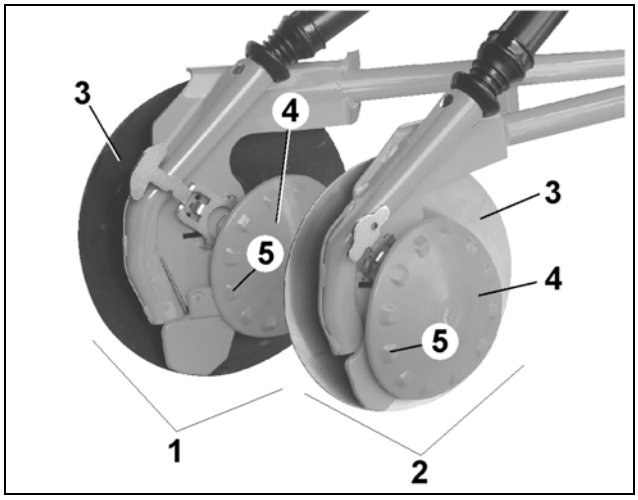

図 19
- RoTeC-コールタ（図 19/2）
- RoTeC +-コールタ（図 19/1）
AMAZONE RoTeC-コールタは、従来の播種およびマルチ播種に適しています。種子が送られる溝は、スチールディスクとチルド鋳物で形成されています。ディスクの背面は、軟質ポリウレタン（PU）ディスク（図 19/4）が押しつけられて、清掃されます。突起（図 19/5）は、スチールディスクの駆動を高めます。
PUディスク（図 19/4）は、地面で回転し、スチールディスクが土壌に侵入する深さを制限することで、植え付け深さを制御します。植え付け深さは、2 ~ 4 cmの 3 段階に調整することができます（11.5.2章）。植え付け深さが4 cm以上の場合には、深さ制限ディスクをツールを用いることなく取り外せます。